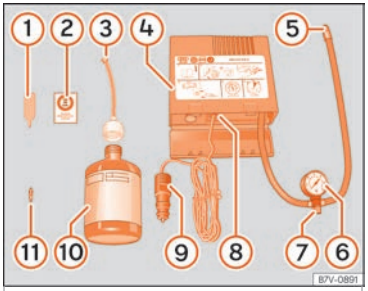

Fig. 71 Standard display: contents of the anti-puncture kit.
- Unscrew the tyre valve cap and insert. Use the ››› Fig. 71 (1) tool to remove the insert. Place it on a clean surface.
- Shake the tyre sealant bottle vigorously ››› Fig. 71 (10).
- Screw the inflator tube ››› Fig. 71 (3) into the sealant bottle. The bottle's seal will break automatically.
- Remove the lid from the filling tube ››› Fig. 71 (3) and screw the open end of the tube into the tyre valve.
- Place the insert back into the tyre valve using the tool ››› Fig. 71 (1).
- Screw the compressor tyre inflator tube ››› Fig. 71 (5) into the tyre valve.
- Check that the air bleed screw is closed ››› Fig. 71 (7).
- Insert the connector ››› Fig. 71 (9) into the vehicle's 12-volt socket ››› page 162.
- Turn the air compressor on with the ON/OFF switch ››› Fig. 71 (8).